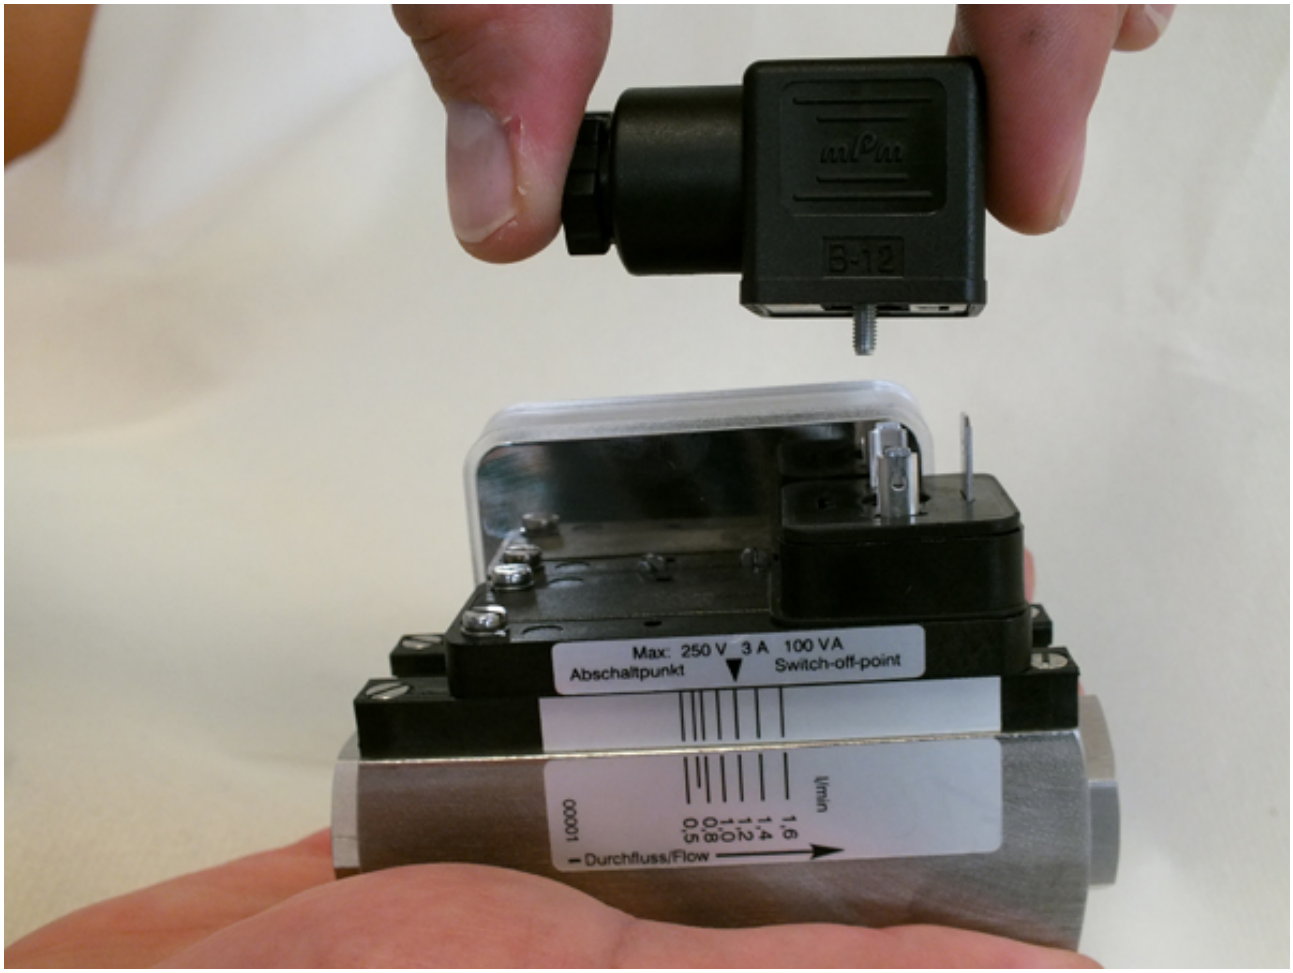

Abb. 72: Steckerdose abziehen
2. Steckerdose mit dazugehöriger Dichtung (*Abb. 72*) nach oben abziehen